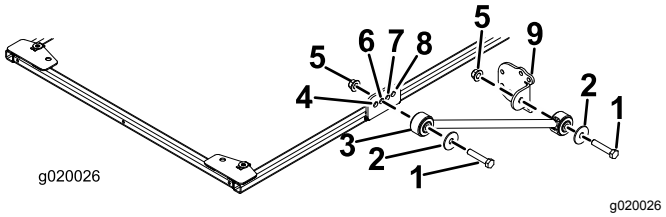

図 14
7. サンシェードのフレームの左右それぞれの側で、ブレースブラケットの2番目の穴にブレースを仮止めするボルト½ x 2½"、ワッシャ½"、フランジナット½"を使用して図 14のように取り付ける。
8. 各ブレースに、ブレースブラケットを仮止めするボルト½ x 2½"、ワッシャ½"、フランジナット½"を使用し、図 14のように取り付ける。